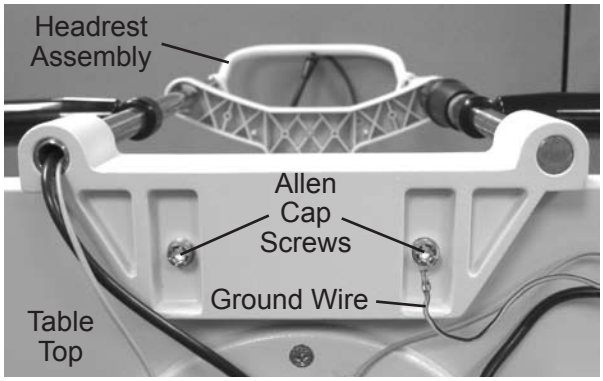

Figure IN-01 Allen Cap Screws
2. Place the Head Rest Assembly on the bottom of the Table Top so that the screw holes line up with the threaded screw holes in the Table Top. Refer to Figure IN-01.
3. Secure the Head Rest Assembly to the Table Top with the two Allen Cap Screws. Refer to Figure IN-01.
Note: Secure the Ground Wire that is attached to the Power Supply Assembly to the Allen Cap Screw that is closes to the Power Supply. Refer to Figure IN-01.